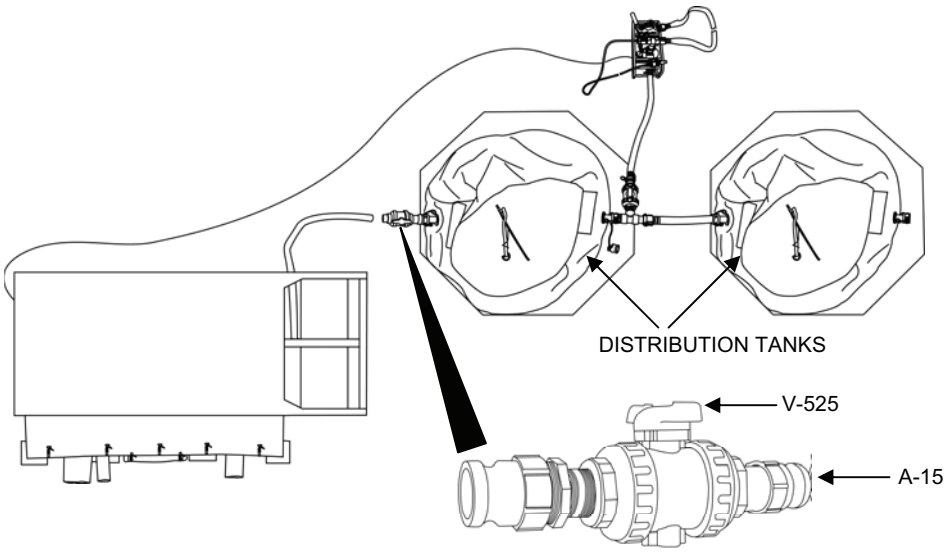

Figure 5. Distribution Tank Adaptor A-15 Valve V-525.
a. Close the distribution tank Adaptor A-15 valve V-525 (Figure 5).